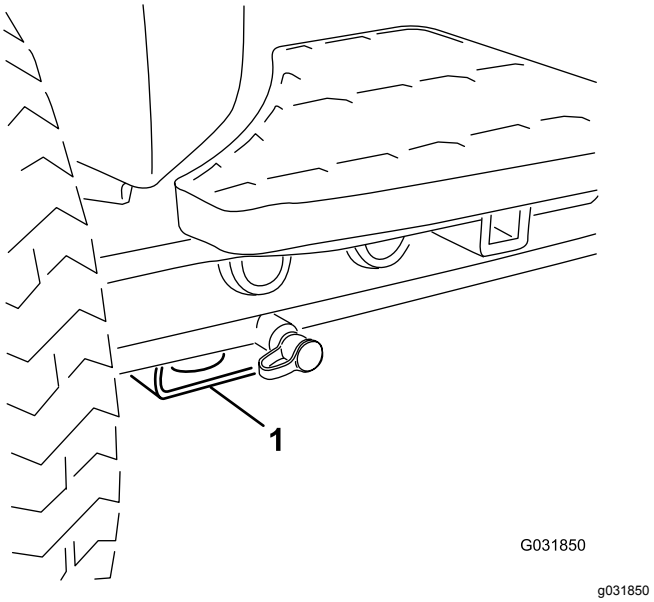

Figur 72
- Fram – fyrkantigt belägg under axelröret inuti båda framdäcken (Figur 72).